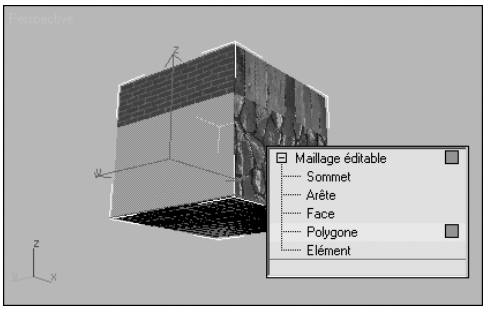

Fig.9.69
2. Sélectionnez les faces ou les polygones d'un objet Maillage éditable (fig.9.69).